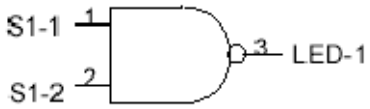

Fig. 2.2 Two input NAND gate
1. Use one gate for each IC 7400 (NAND), 7402 (NOR), 7408 (AND), 7432 (OR), 7486 (XOR). Each has input pins, 1 and 2, and output pin 3.
2. Connect pin 1 to switch S1-1, pin 2 to switch S1-2, and pin 3 to LED-1 for every gate as shown in Fig. 2.2 as an example for the NAND gate.